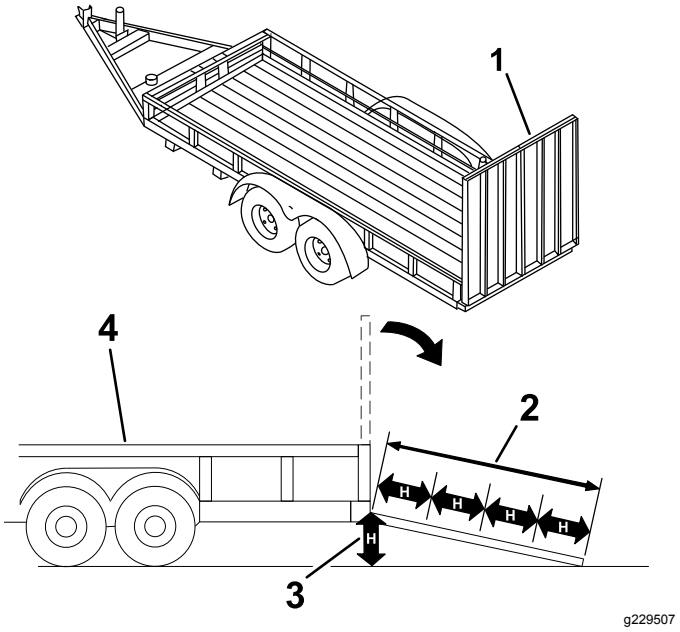

Bild 28
Beim Verladen einer Maschine auf einen Anhänger oder Pritschenwagen erhöht sich die Gefahr, dass die Maschine umkippt und schwere oder tödliche Verletzungen verursacht (Bild 28).
3. Senken Sie die Rampe (Bild 28).